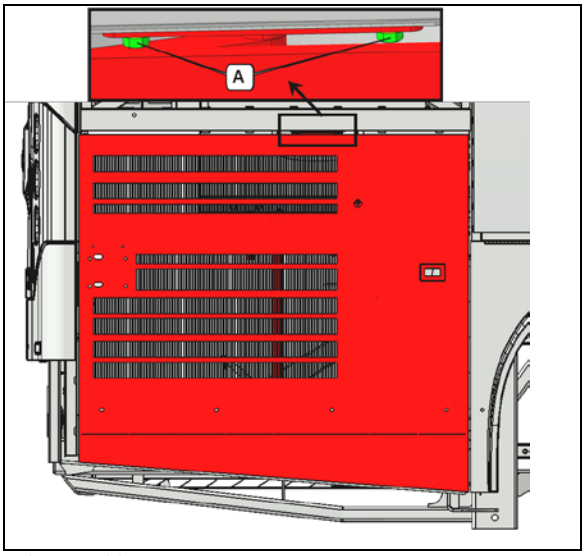

FIGURE 106
2. Make sure bolts A are tight (**FIGURE 106**).